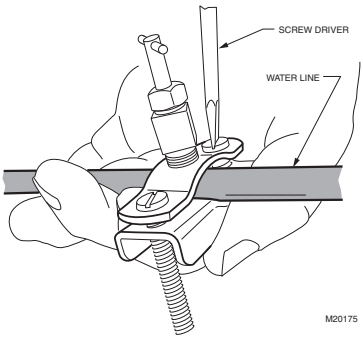

**Fig. 6. Installing the saddle valve.**
2. Use the self-piercing saddle valve (included) to tap into the water supply line at the location selected. See Fig. 6. If tapping into galvanized pipe, drain line and pre-drill 3/17 in. tap for saddle valve.